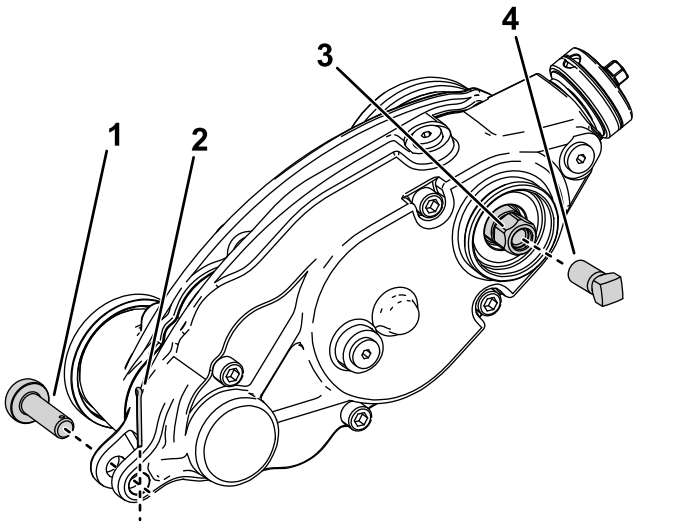

Рисунок 28
3. Отверните штифт регулятора и шплинт, крепящие блок привода механической щетки к рычагам регулятора (Рисунок 28).
5. Заверните усилительный винт (№ по кат. 1-803022 – продается отдельно) во внутреннюю резьбу шестигранной головки блока привода механической щетки и затяните его с моментом 13,5 Н·м, как показано на Рисунок 28.
6. Снимите блок привода механической щетки с барабана режущего блока, повернув шестигранную головку привода механической щетки (Рисунок 28).